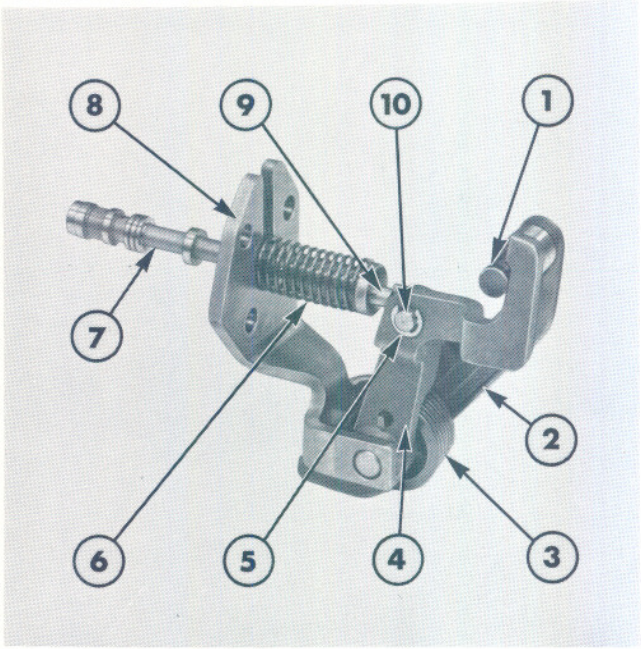

Figure 29
5. Withdraw the three bolts securing the bracket to the rear of the lift cylinder. Carefully remove the bracket together with the control valve, control valve spring, control valve lever, torsion spring and actuating lever assembly, Figure 29.